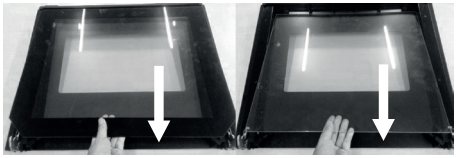

Rys. 2
4. Podczas wyjmowania, podnieś, a następnie wyciągnij szkło w kierunku do piekarnika tak, jak pokazano na Rys. 2. Jeżeli podniesiesz szkło za wysoko, niektóra plastikowa część górnej plastikowej pokrywy może pęknąć.